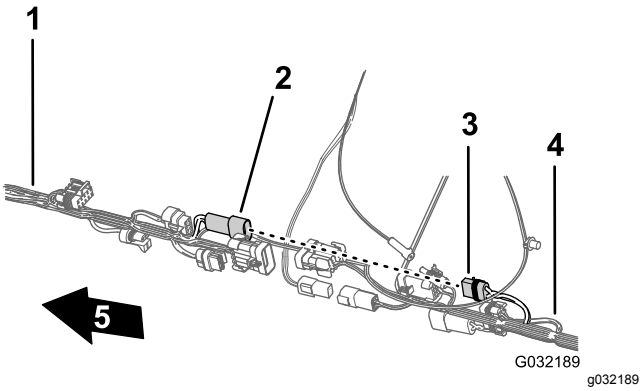

Figuur 118
5. Sluit de stekker met 2 pinnen van de voorste kabelboom voor de voeding van de slanghaspel aan op de stekker met 2 bussen van de achterste kabelboom voor de voeding van de slanghaspel (Figuur 118).